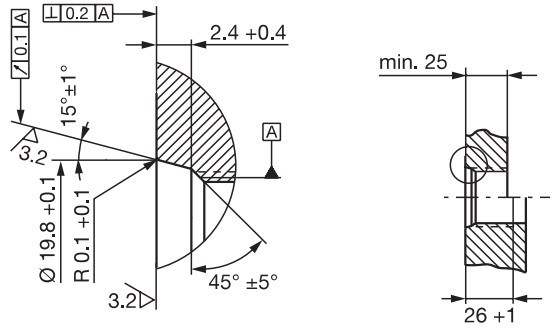
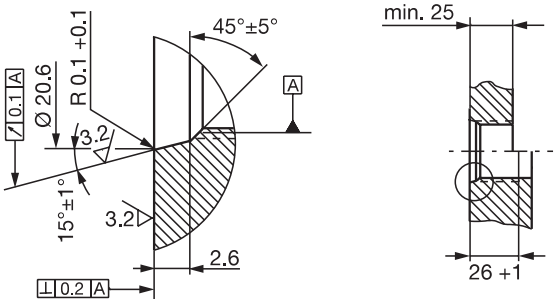

图 5-3: 旋入孔M18x1.5 (符合ISO 6149标准)，O形环15.4x2.1
图 5-4: 旋入孔3/4"-16UNF (符合SAE J475标准)，O形环15.3x2.4
1. 根据图 5-3或图 5-4钻出带螺纹的旋入孔 (如有必要钻出用于O形环的锪孔)。